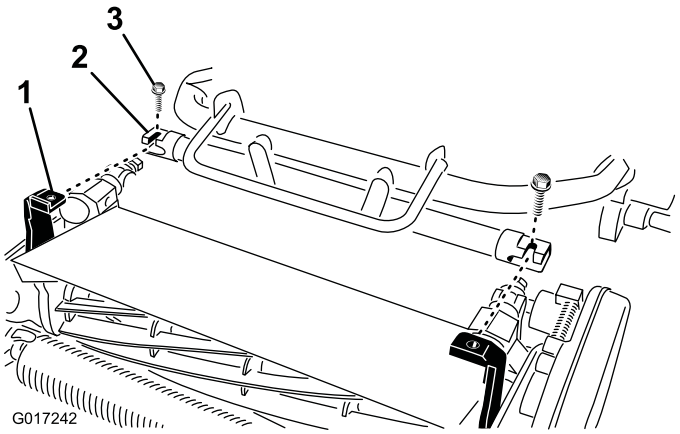

Figur 5
4. Manøvrer traktionsenhedens ramme (Figur 5) frem, indtil den indkobles i klippeenhedens drejearme.
5. Fastgør traktionsenhedens ramme på klippeenhedens drejearme med to bolte (3/8 x 3/4 tomme) (Figur 5)